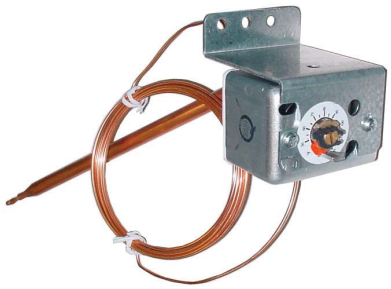

Figure 14. Unit-Mounted Ductstat
- **Ductstat with capillary tubing (option AG3):** The unit-mounted ductstat (see **Figure 14**) has an adjustable range of 0°F to 100°F (–17.8°C to 37.8°C) with a fixed differential of 3°F (1.7°C). The sensor is factory-set at 70°F (21.1°C). Due to different CFM settings and outside air temperatures, the average downstream outlet temperature may not match the ductstat setting exactly. After the installation is complete, adjust the setpoint of the ductstat to achieve the desired average outlet air temperature.